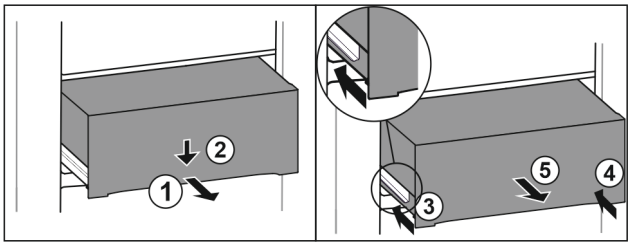

Fig. 112
▶ Extrageți pe jumătate sertarul. *Fig. 112 (1)*
▶ Apăsați în jos sertarul pe partea frontală. *Fig. 112 (2)*
▶ Inserați șina stângă aproximativ 2 cm. *Fig. 112 (3)*
▶ Inserați șina dreaptă aproximativ 2 cm. *Fig. 112 (4)*
▶ Extrageți sertarul spre înainte. *Fig. 112 (5)*